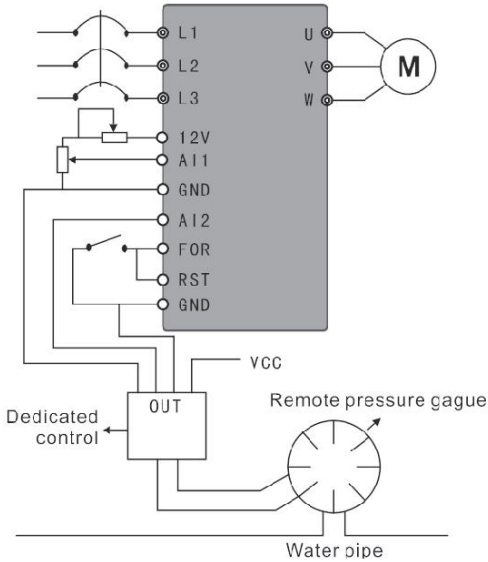

Afbeelding F-6 Watertoevoer met constante druk – Externe drukmeter
(2) Gebruik een externe drukmeter van 0-10 kg; gebruik indien nodig een externe terminal om de werking te regelen en de stop- en streefwaarde in te stellen via een potentiometer. Zoals weergegeven in figuur F-6.